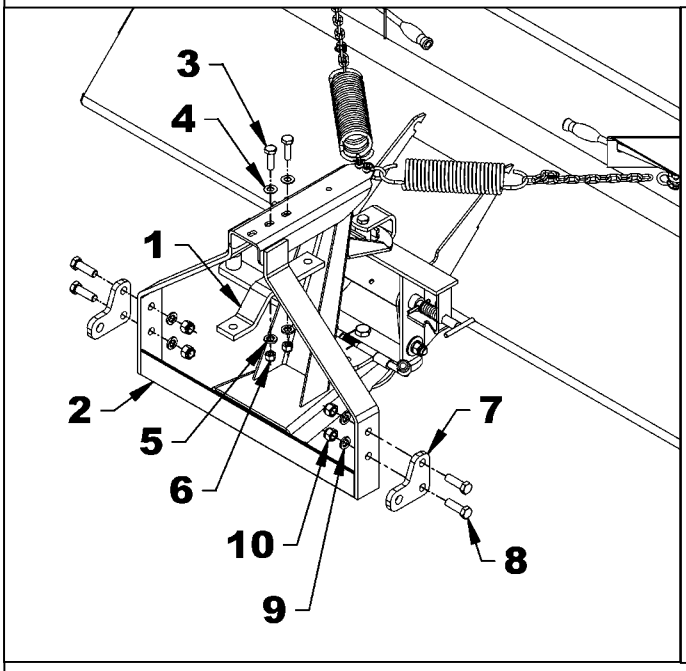

Figure 9C
- **If the A distance is equal or smaller than 3", proceed with the Installation option 2 - figures 9C-10C**